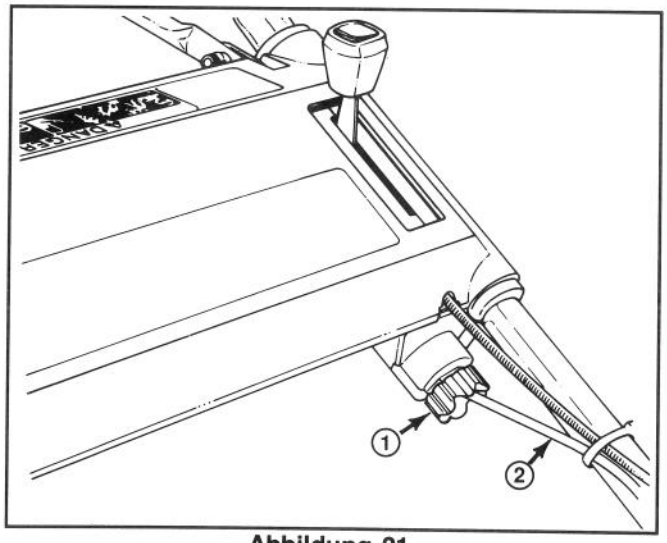

Abbildung 21
2. Den Einstellknopf links unten vom Steuerkasten um eine halbe Umdrehung im Uhrzeigersinn drehen (Abb. 21), um den Antriebsriemen zu spannen, oder um eine halbe Umdrehung gegen den Uhrzeigersinn, um ihn zu lockern. Dabei sollten Sie das Kabel halten, damit es sich nicht mitdrehen kann.